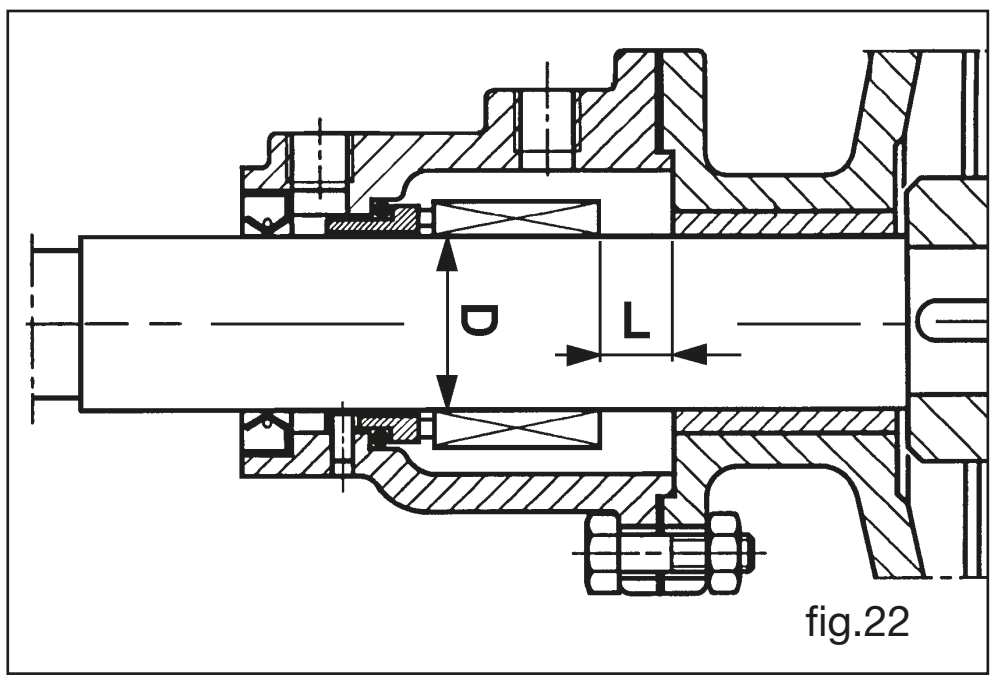

fig.22
N.B. Le tableau indique le diamètre D de l'arbre et la distance L entre la garniture (66) et la bride/ support (09) qui n'est pas bloquée mais posée contre le rotor (fig. 22)